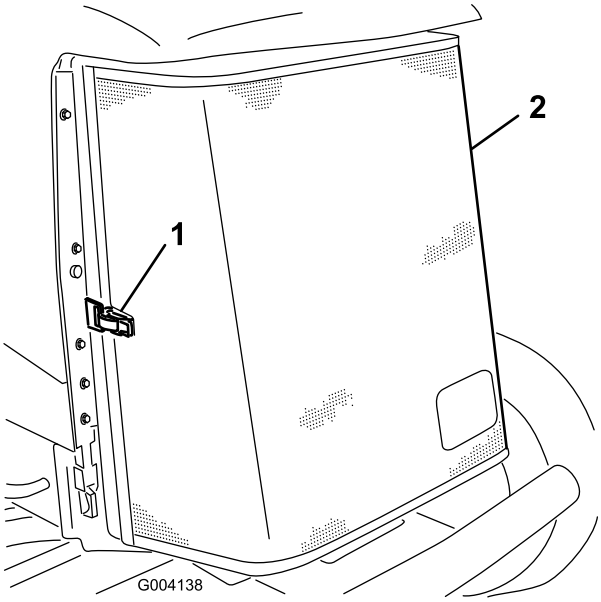

Figuur 61
3. Maak de sluiting los en draai het achterscherm open (Figuur 61).